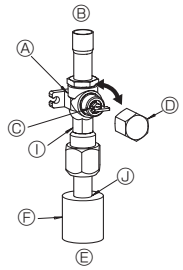
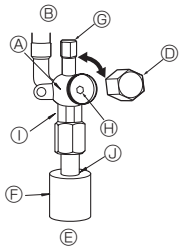

Fig. 4-6
Fig. 4-7
(1) Côté gaz (Fig. 4-6)
① Enlever le capuchon, ramener la poignée vers soi et la tourner d'un quart de tour en sens inverse des aiguilles d'une montre pour ouvrir la vanne.
② Vérifier que la vanne d'arrêt est complètement ouverte, appuyer sur la poignée et tourner le capuchon pour le ramener sur sa position d'origine.
(2) Côté liquide (Fig. 4-7)
① Retirez le bouchon, et tournez la tige de soupape à fond dans le sens antihoraire avec une clé hexagonale de 4 mm. Arrêtez de tourner quand elle frappe la retenue.